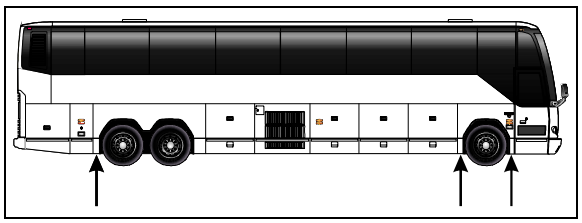

FIGURE 4: JACKING POINTS ON FRAME 18480
1. Raise vehicle by its jacking points on the body (fig. 4 or see Section 18, *"BODY"* under heading *"VEHICLE JACKING POINTS").* Place jack stands under frame. Remove drive axle wheels (if required, refer to Section 13, *"WHEELS, HUBS AND TIRES".*